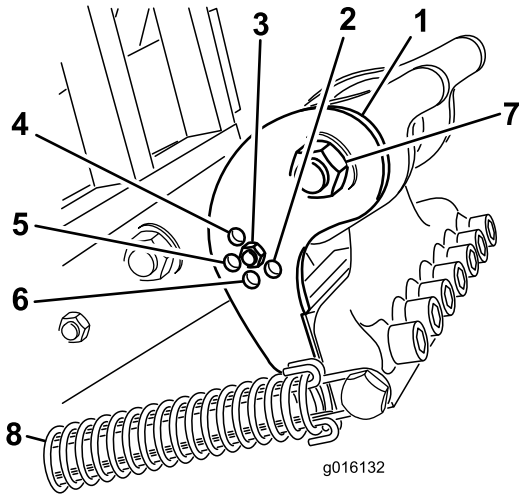

**Figur 35**
Ställ in det böjda fästet (Figur 35) i rätt läge baserat på längden på de luftarpinnar som ska användas. Huvudstoppet ställs in på ett av fem förinställda lägen genom att man väljer vilket hål som justeringsstången ska sitta fast i. Hålen är endast förinställda värden; det kan t.ex. hända att du får bättre resultat med en 25 cm-luftarpinne i 30 cm-läget, beroende på det aktuella användningsområdet.
3. Frigör fjäderspänningen till luftarpinnshuvudet (Figur 35).
4. Ta bort muttern och skruven i justeringshålen i det böjda fästet (Figur 35).